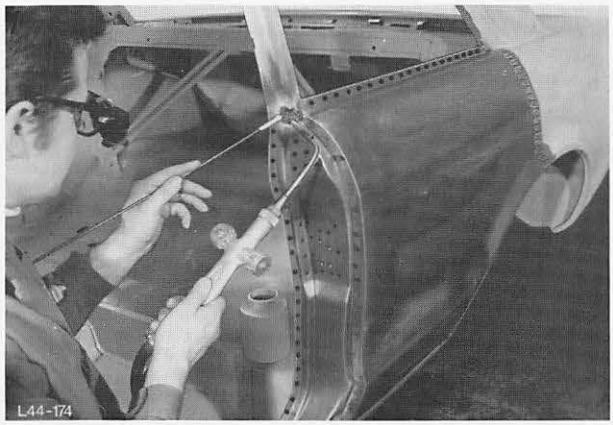

Abb. 207 Verbindungsecken löten
25. Verbindungsecken B-Säule oben sowie Türschweller vorn und hinten hartlöten, Abb. 207.